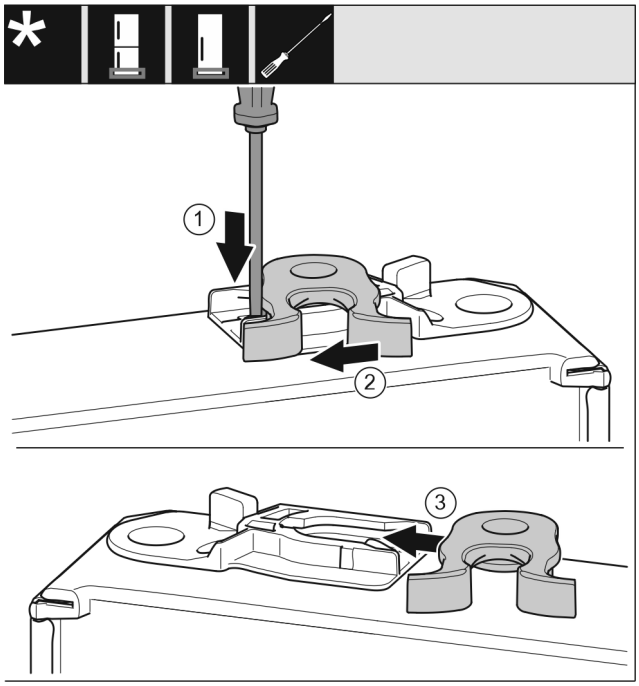

Fig. 22
- ▶ Apăsați în jos eclisa *Fig. 22 (1)* cu șurubelnița plată.
- ▶ Trageți cârligul de închidere *Fig. 22 (2)* din ghidaj.
- ▶ Împingeți pe partea opusă cârligul de închidere *Fig. 22 (3)* în ghidaj.